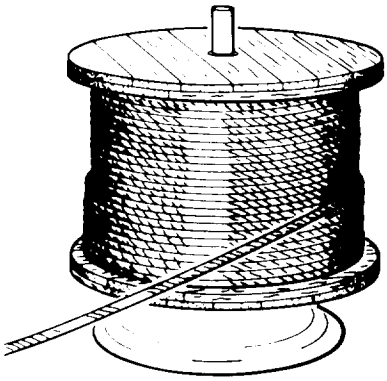

Figure 4-24. On *Vertical Unreeling& Stand*
2. Method B: Mount the reel on an unreeling stand (Figure 4-24). It is then unwound in the same manner as described in Method A. In this case, however, greater care must be exercised to keep the rope under tension sufficient to prevent the accumulation of slack - a condition that will cause the rope to drop below the lower reel head.